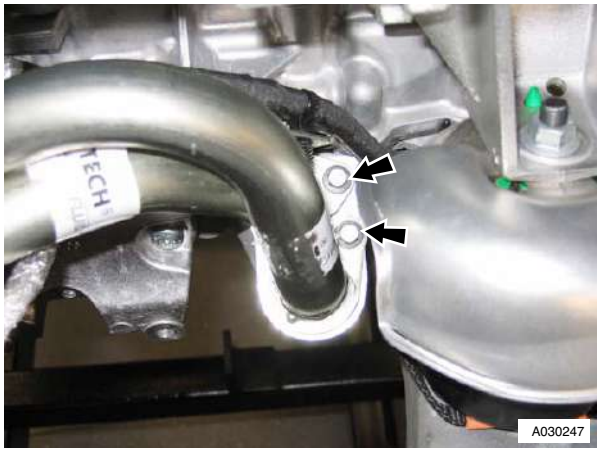

Figure 11
20. Remove bolts (x2) securing inlet and outlet oil pipes to sump (see Figure 11).